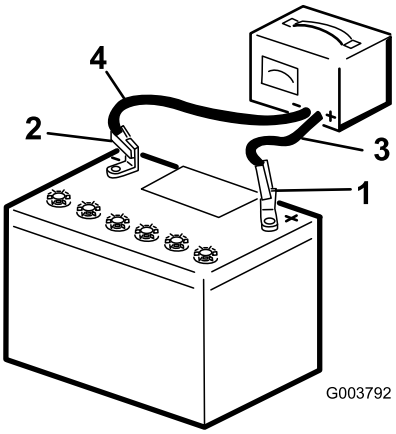

Figur 38
3. Ladda batteriet i 10 till 15 minuter med 25 till 30 A eller 30 minuter med 4 till 6 A (Figur 38). Överladda inte batteriet.
4. När batteriet är fulladdat ska laddaren kopplas bort från eluttaget, och sedan ska laddningskablarna kopplas bort från batteripolerna (Figur 38).